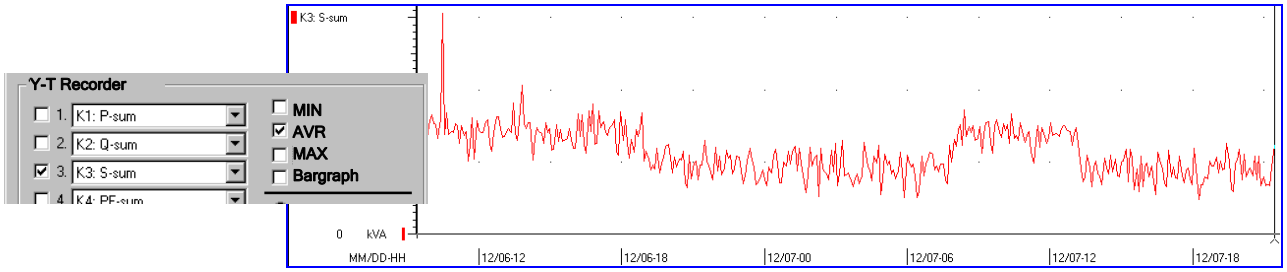

Figure 3.5.4-h: The average value line recorder curve for a measuring channel with compressed time axis suppresses any brief measured value fluctuations.
- The ***MIN/AVR/MAX*** checkboxes are used to specify which saved measured values will be displayed as a Y-T line diagram. If display of all three measurement types is activated, three lines of identical color are generated for each active line recorder channel (→Figure 3.5.4-i).
Figure 3.5.4-i: Despite compressed time axis, the representation of the line recorder curves for minimum, maximum and average values for a given measuring channel shows measured value fluctuations.